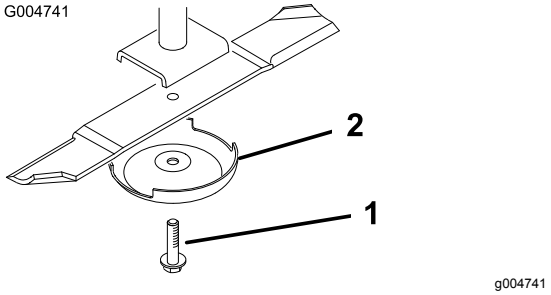

**Figuur 109**
2. Pak het uiteinde van het mes vast met een doek of een dikke, gevoerde handschoen. Verwijder de mesbout, de antiscalpeercup en het mes van de as (Figuur 109).